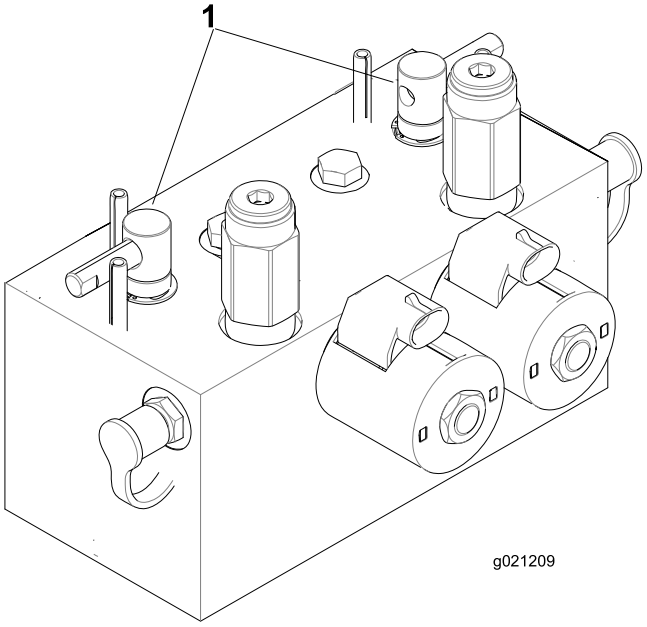

**Figuur 75**
2. Ontgrendel de stoel en til deze omhoog zodat u bij de wethendels kunt komen (Figuur 75).
5. Kies met de voorste, achterste of beide wethendels de messenkooien die moeten worden gewet (Figuur 75).